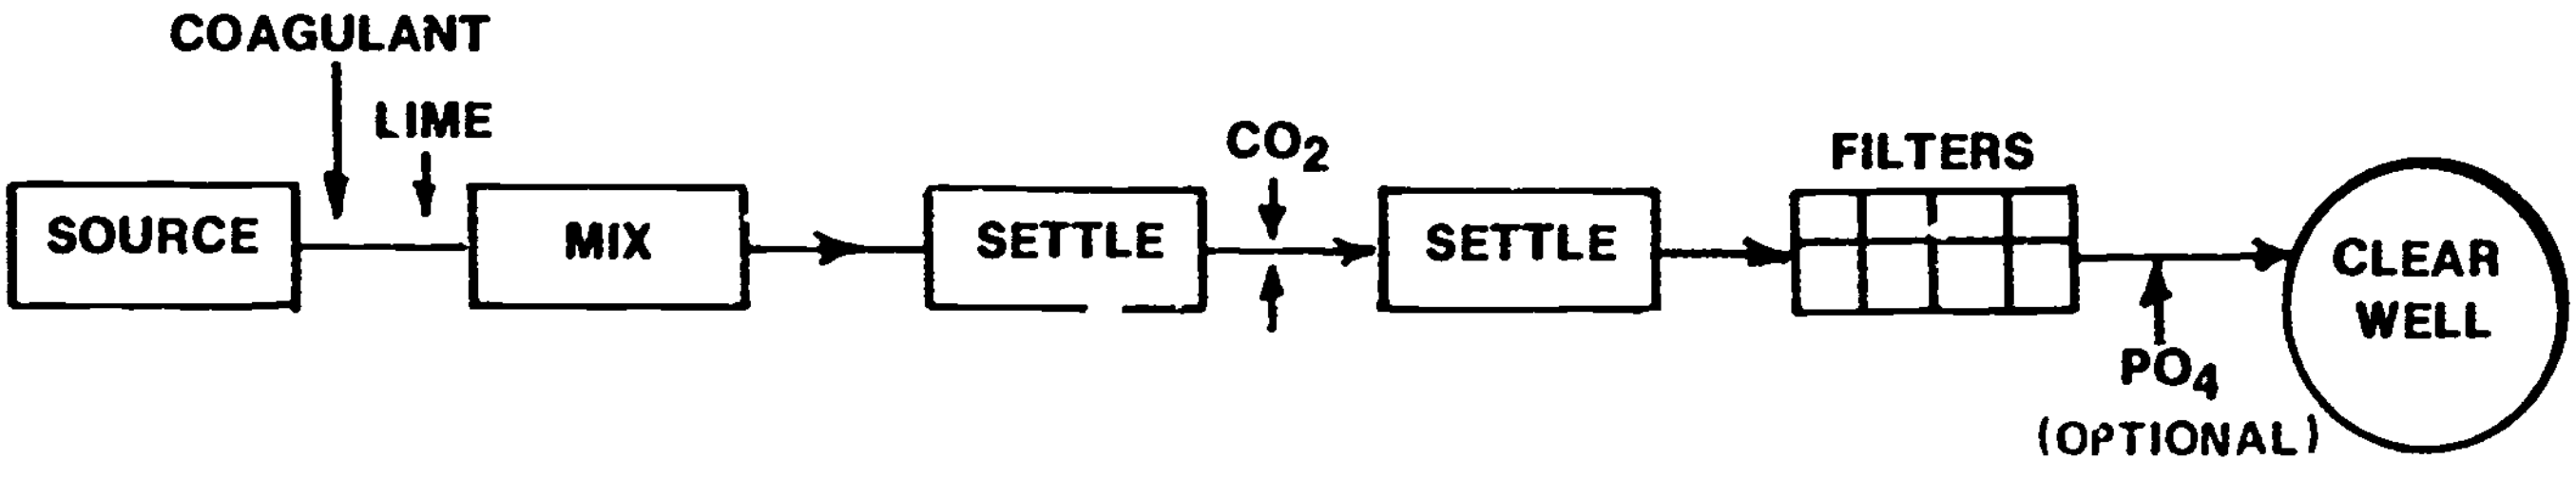

Fig. 14.2 Straight lime treatment
14.32 Lime Softening (Figure 14.2)
Figure 14.2 is a flow diagram of a typical straight lime softening treatment plant. Settling should be provided after the addition of carbon dioxide (recarbonation) to ease the load on the filters. Recarbonation is used to lower the pH of the water. When properly recarbonated the water is still supersaturated with calcium carbonate ($CaCO_3$). If the pH is much above 9, the water will usually cause scale to form. By recarbonation the pH can be lowered to a range between 8.8 and 8.4 and the Langelier Index will still be positive; therefore there will be little or no corrosion. A polyphosphate is sometimes added to the water to prevent excessively heavy calcium carbonate scale deposits from forming. A polyphosphate may not be necessary if recarbonation is properly controlled. Addition of acid will *NOT* accomplish the same things as recarbonation and the addition of a polyphosphate.